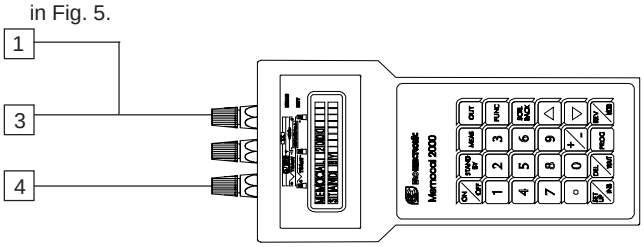

Fig.5
1) Connect the instrument under test to the calibrator as shown in Fig. 5.